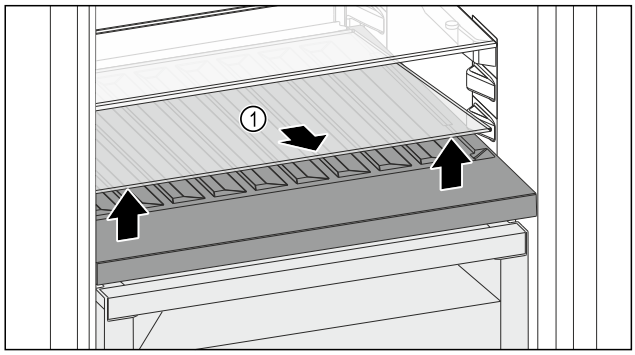

Fig. 152
▶ Lift the glass shelf *Fig. 152 (1)* at the front and remove.
▶ Store the glass shelf *Fig. 152 (1)* in a safe place outside the appliance.